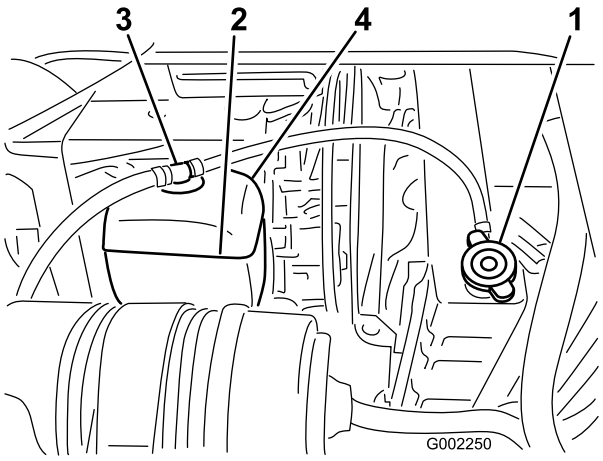

Figure 52
2. When the engine is cool, remove the radiator cap (Figure 52).